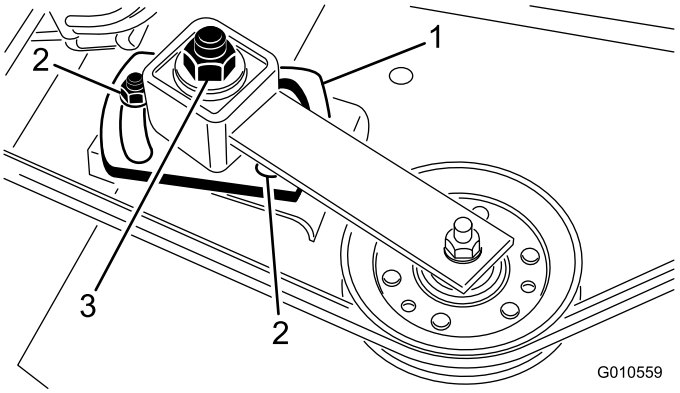

Figure 4
2. Desserrez les 2 écrous qui fixent la plaque de tension de façon à libérer la pression de la poulie de tension contre la courroie (Figure 4).
3. Enlevez la courroie de la poulie de tension droite (Figure 4).